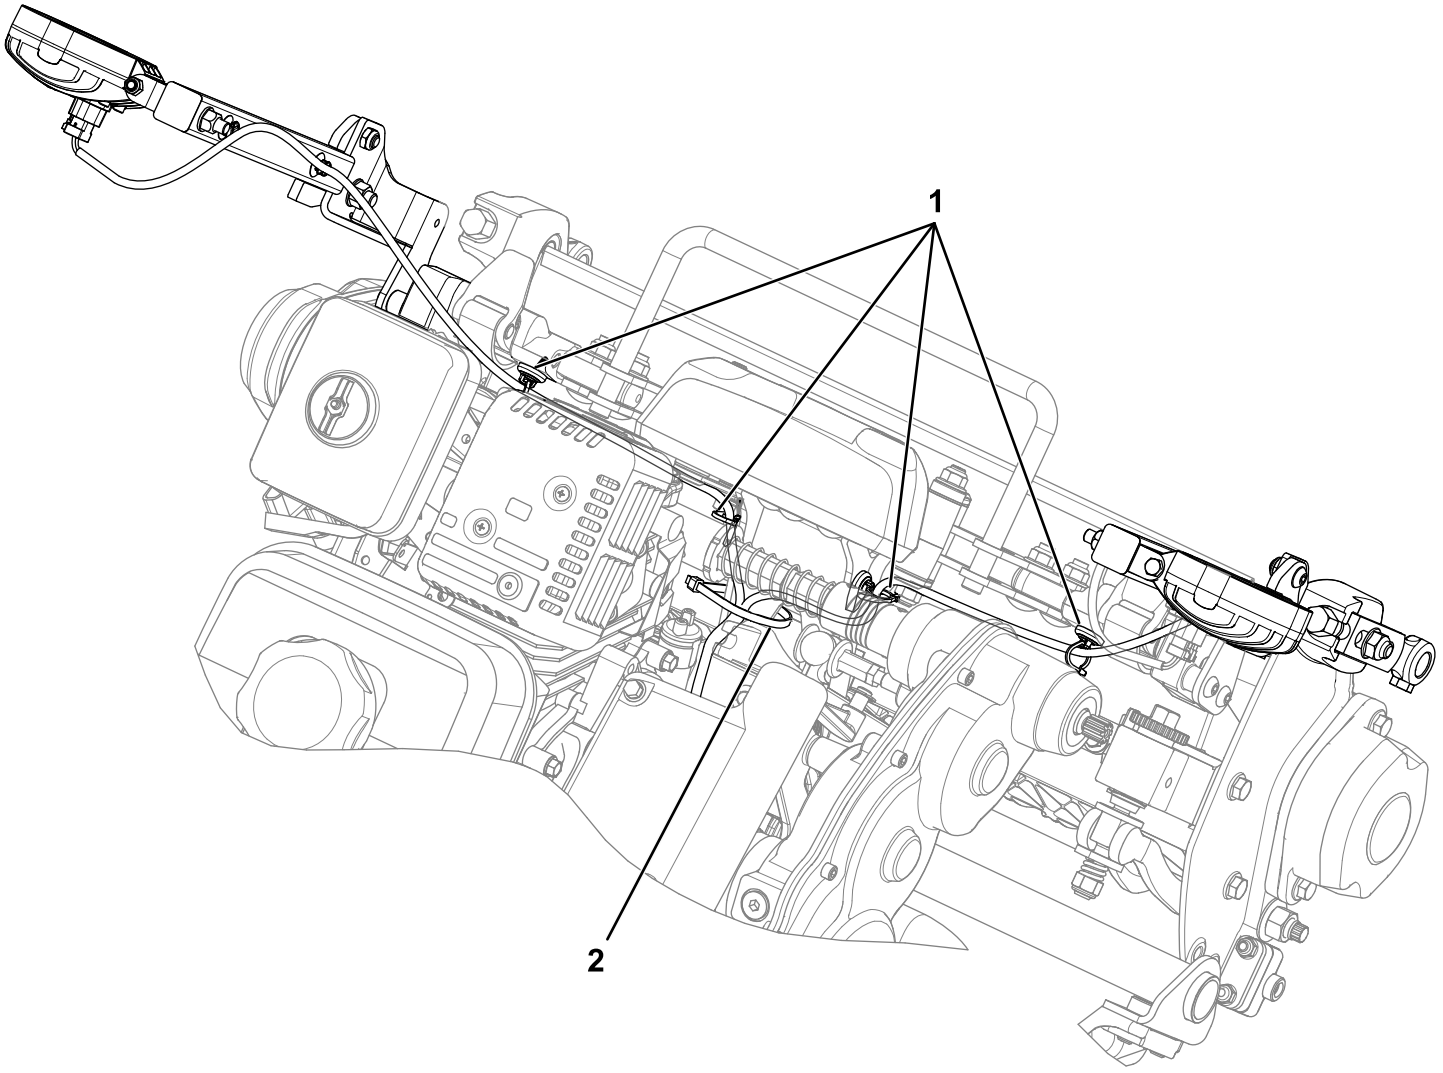

Figure 5
3. Install the wire-harness mounts to the frame areas shown in Figure 5.
4. Secure the wire harness to the wire-harness mounts (Figure 5).
6. Use a cable tie to secure the wire harness to the frame (Figure 5).